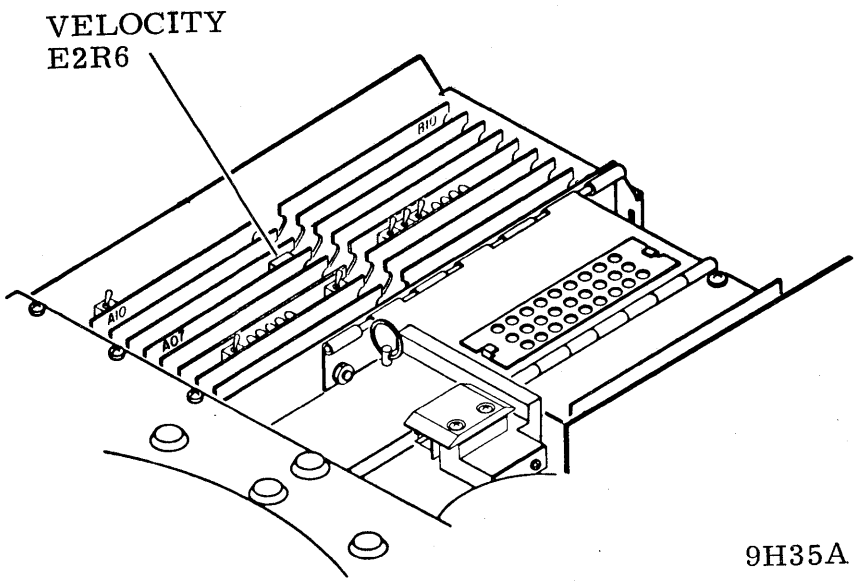

Figure 2-21. 80 MB Velocity Gain Adjustment Location
5. If full length seek time is not as specified, perform velocity gain adjustment. On card A2A07, adjust velocity gain potentiomenter E2R6 (see figure 2-21) until time between leading edges of On Cylinder pulses is 52 ±2 milliseconds.
5. If full length seek time is not as specified, perform velocity gain adjustment. On card A2A07, adjust velocity gain potentiomenter E2R6 (see figure 2-21) until time between leading edges of On Cylinder pulses is 52 to 54 milliseconds.